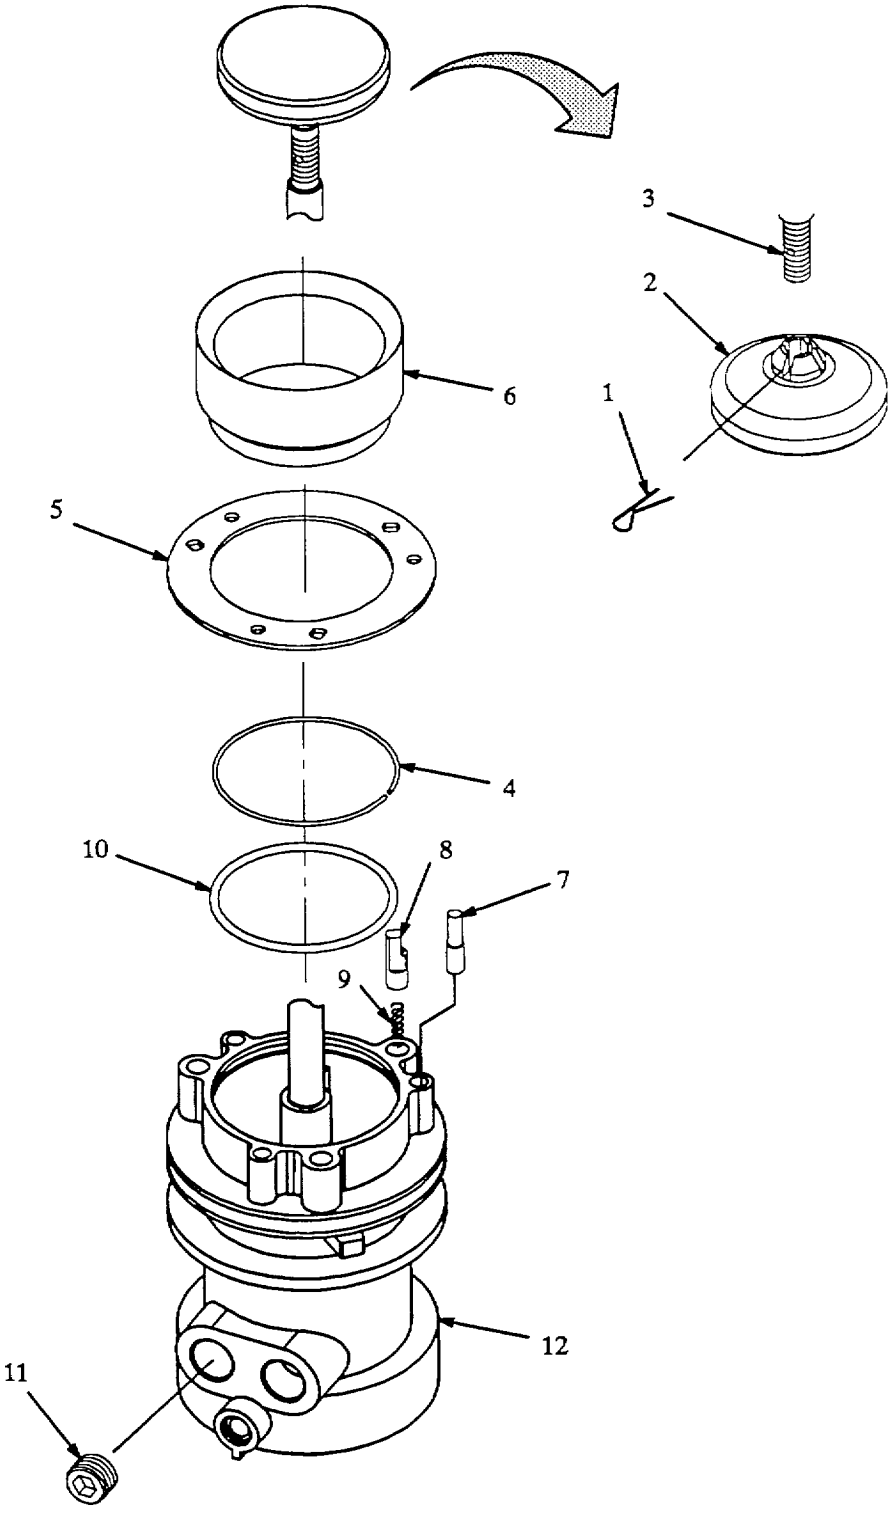
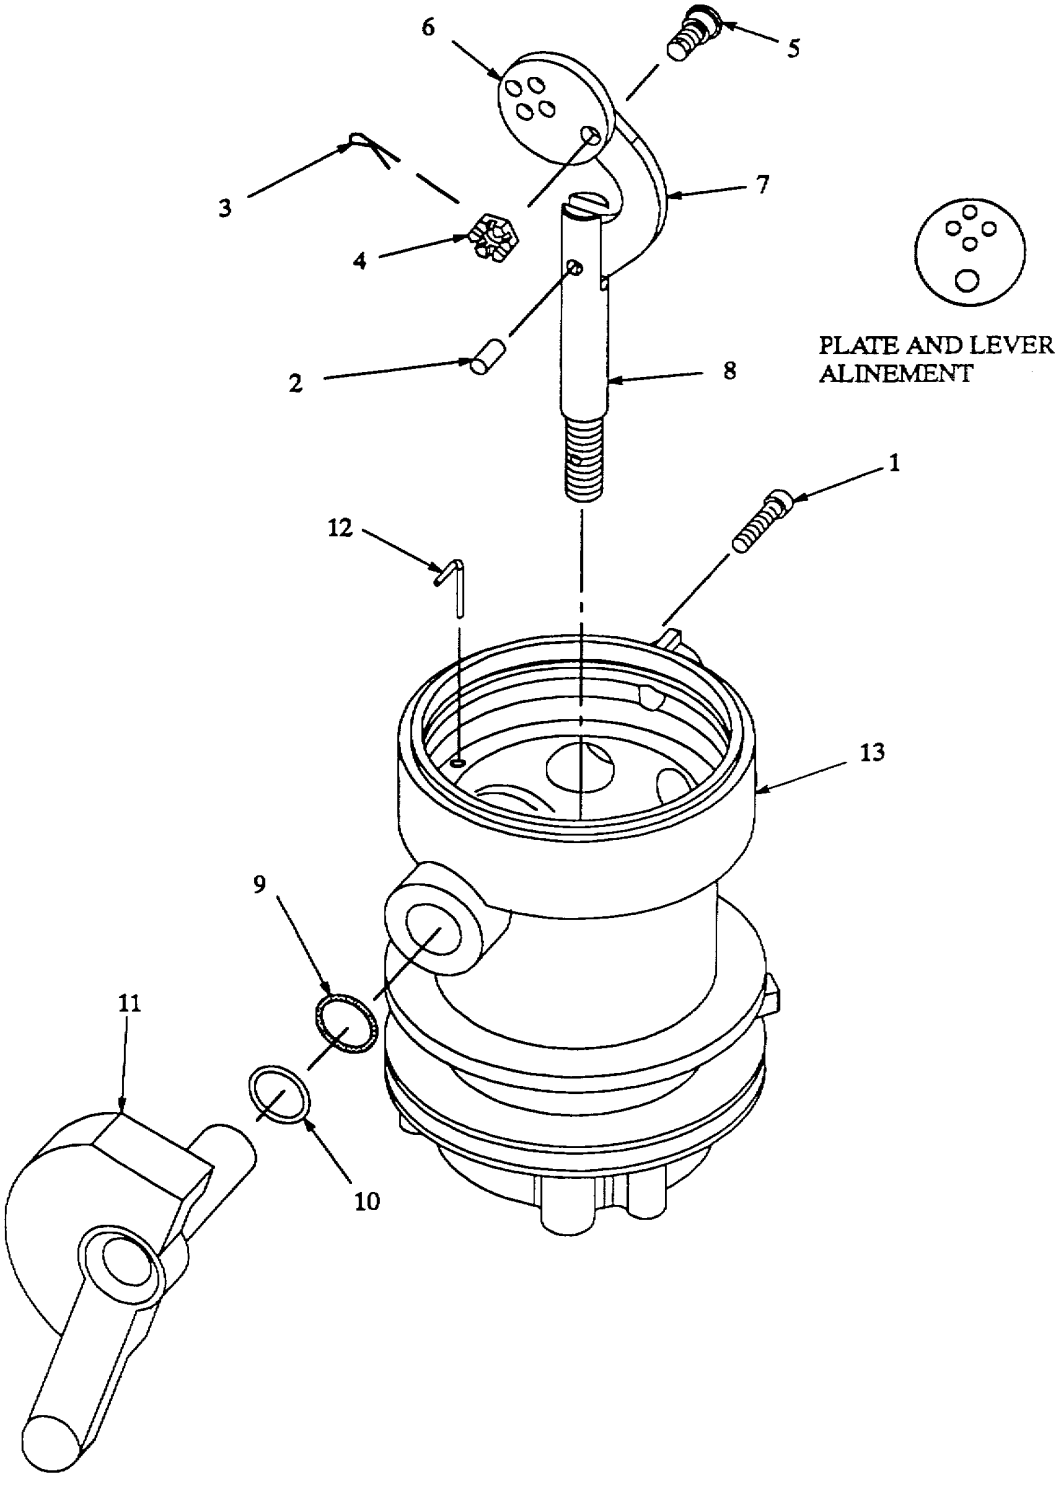

Figure 5-6. Nose seal Disassembly.
Figure 5-7. Control Linkage Disassembly.
(1) Functional Test. Refer to figure 5-6.
(2) Position collar (5) so that opening for balls (3) is pointing down.
(3) Rotate body (9) back and forth on collar (5) until 49 balls (3) are removed.
(4) Connect collar (5) to adapter (10).
(5) Rotate body (9) to the left until index lug (7) alines with groove r6) in collar (5).
(6) Remove body (9) from collar (5).
(7) Remove collar (5) from adapter (10).
(8) If required, cut and remove bumper (4) from collar (5).
(9) Position body (9) with poppet (2) pointing up, then rotate lever (8) to open position (poppet extended).
(10) Remove cotter pin (1, figure 5-6) and unscrew poppet (2) from shaft (3).
(11) Pull seal (6) and attached parts from body (12).
(12) Remove snap ring (4) and plate (5) from seal (6).
(17) Working through plug hole, remove four socket head screws (1, figure 5-7) that secure plate (6) to lever (11).
(18) Lift plate (6) and attached parts from body (13).
(19) Push out dowel pin (2) and separate link (7) from shaft (8).
(20) Remove cotter pin (3) and nut (4) from pin (5).
(21) Unscrew pin (5) from plate (6) and remove arm (7).
(22) Remove ground clip (12) from body (13).
(23) Remove lever (11), backup ring (10) and preformed packing (9) from body (13).
(2) Inspect body (12, figure 5-6) for cracks, corrosion and damaged threads.
(3) Inspect poppet (2) for damaged threads and corrosion or pitting along sealing surface.
(4) Inspect shaft (3) for corrosion and damaged threads.
(5) Inspect lever (11, figure 5-7) for cracks, damaged threads and corrosion.
(1) Push straight leg of ground clip (12, figure 5-7) into body (13). Make sure exposed portion of clip is pressed down tight and points towards outside of body (not inward).
(2) Position link (7) on shoulder of pin (5). Make sure bend in link is positioned as shown.
(13) Apply anti-seize tape to threads of plug (11, figure 5-6).
(14) Install plug (11) in body (12).
(15) Lubricate preformed packing (10) with silicone compound, then install packing in body (12).
(16) Install three index pins (7) in body (12).
(17) Install springs (9) and lock pins (8) in body (12).